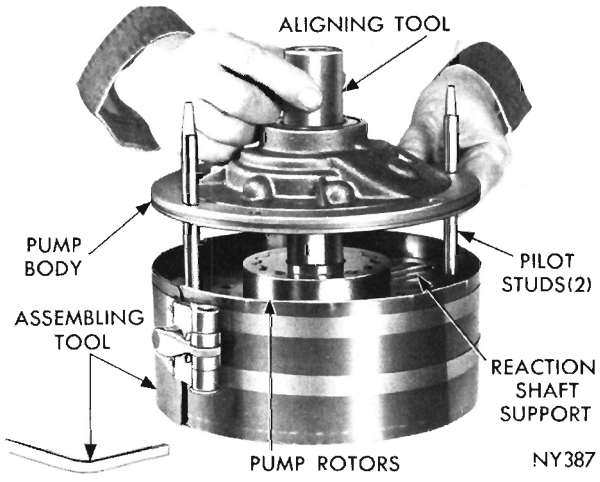

Fig. 62—Assembling Pump and Reaction Shaft Support (A-904)
(1) Place reaction shaft support in assembling Tool C-3759, with hub of support and tool resting on a smooth **flat** surface bench (Fig. 62). Screw two pilot studs, Tool C-3283 into threaded holes of reaction shaft support flange.
(2) Assemble and place rotors in center of the support (Fig. 62).
(3) Lower pump body over the pilot studs, insert Tool C-3756 through pump body and engage pump inner rotor. Rotate the rotors with tool to enter rotors in pump body, then with pump body firm against reaction shaft support, tighten clamping tool securely.
(4) Invert pump and reaction shaft support assembly with clamping tool intact. Install support to pump body bolts and tighten to 125 inch-pounds. Remove clamping tool, pilot studs and rotor alignment tool.
(5) Place a new oil seal in opening of pump housing (lip of seal facing inward). Using Tool C-3757, drive seal into housing until tool bottoms.